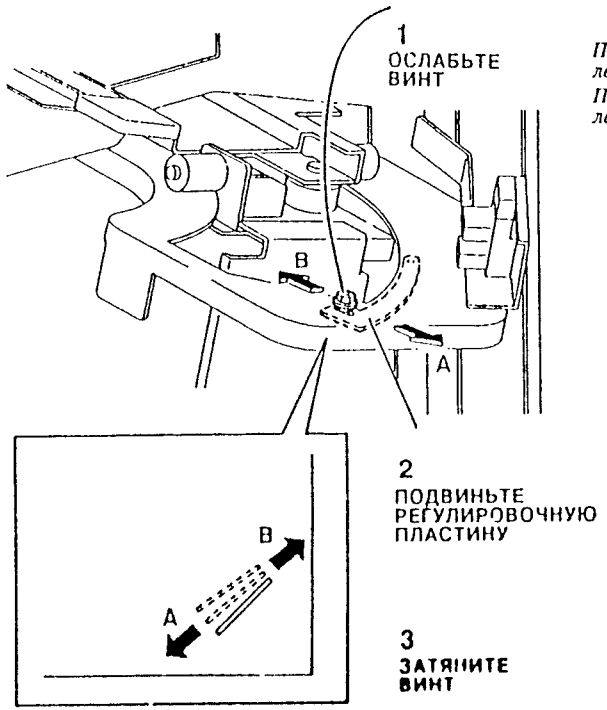

Рис. 4. Регулировка угла скрепки.
4. Отрегулируйте угловое положение угловой скрепки (Рис. 4).